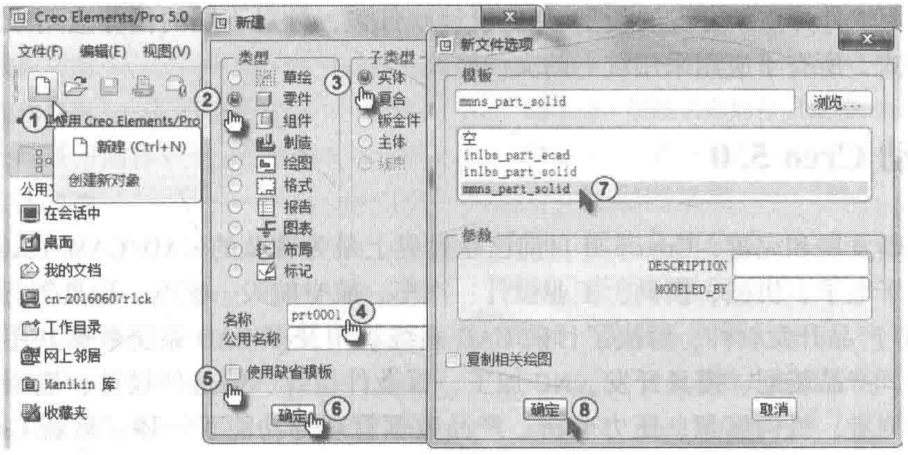

图 1-2 新建文件
选择菜单“文件”→“新建”，或单击快速访问工具栏中的“新建”按钮可以新建一个文件。新建过程如图 1-2 中①~⑧所示。由于一般使用国际单位毫米作为尺寸单位，所以在第⑤步中单击“使用缺省模板”复选框，取消该选项前面的钩，单击“确定”按钮后选择“mmns_part_solid”。由图 1-2 所示可以看出新建文件的类型有 10 种，每一个类型中又包含其各种子类型。各种类型的含义和扩展名见表 1-1，各主要选项的用法说明见表 1-2。